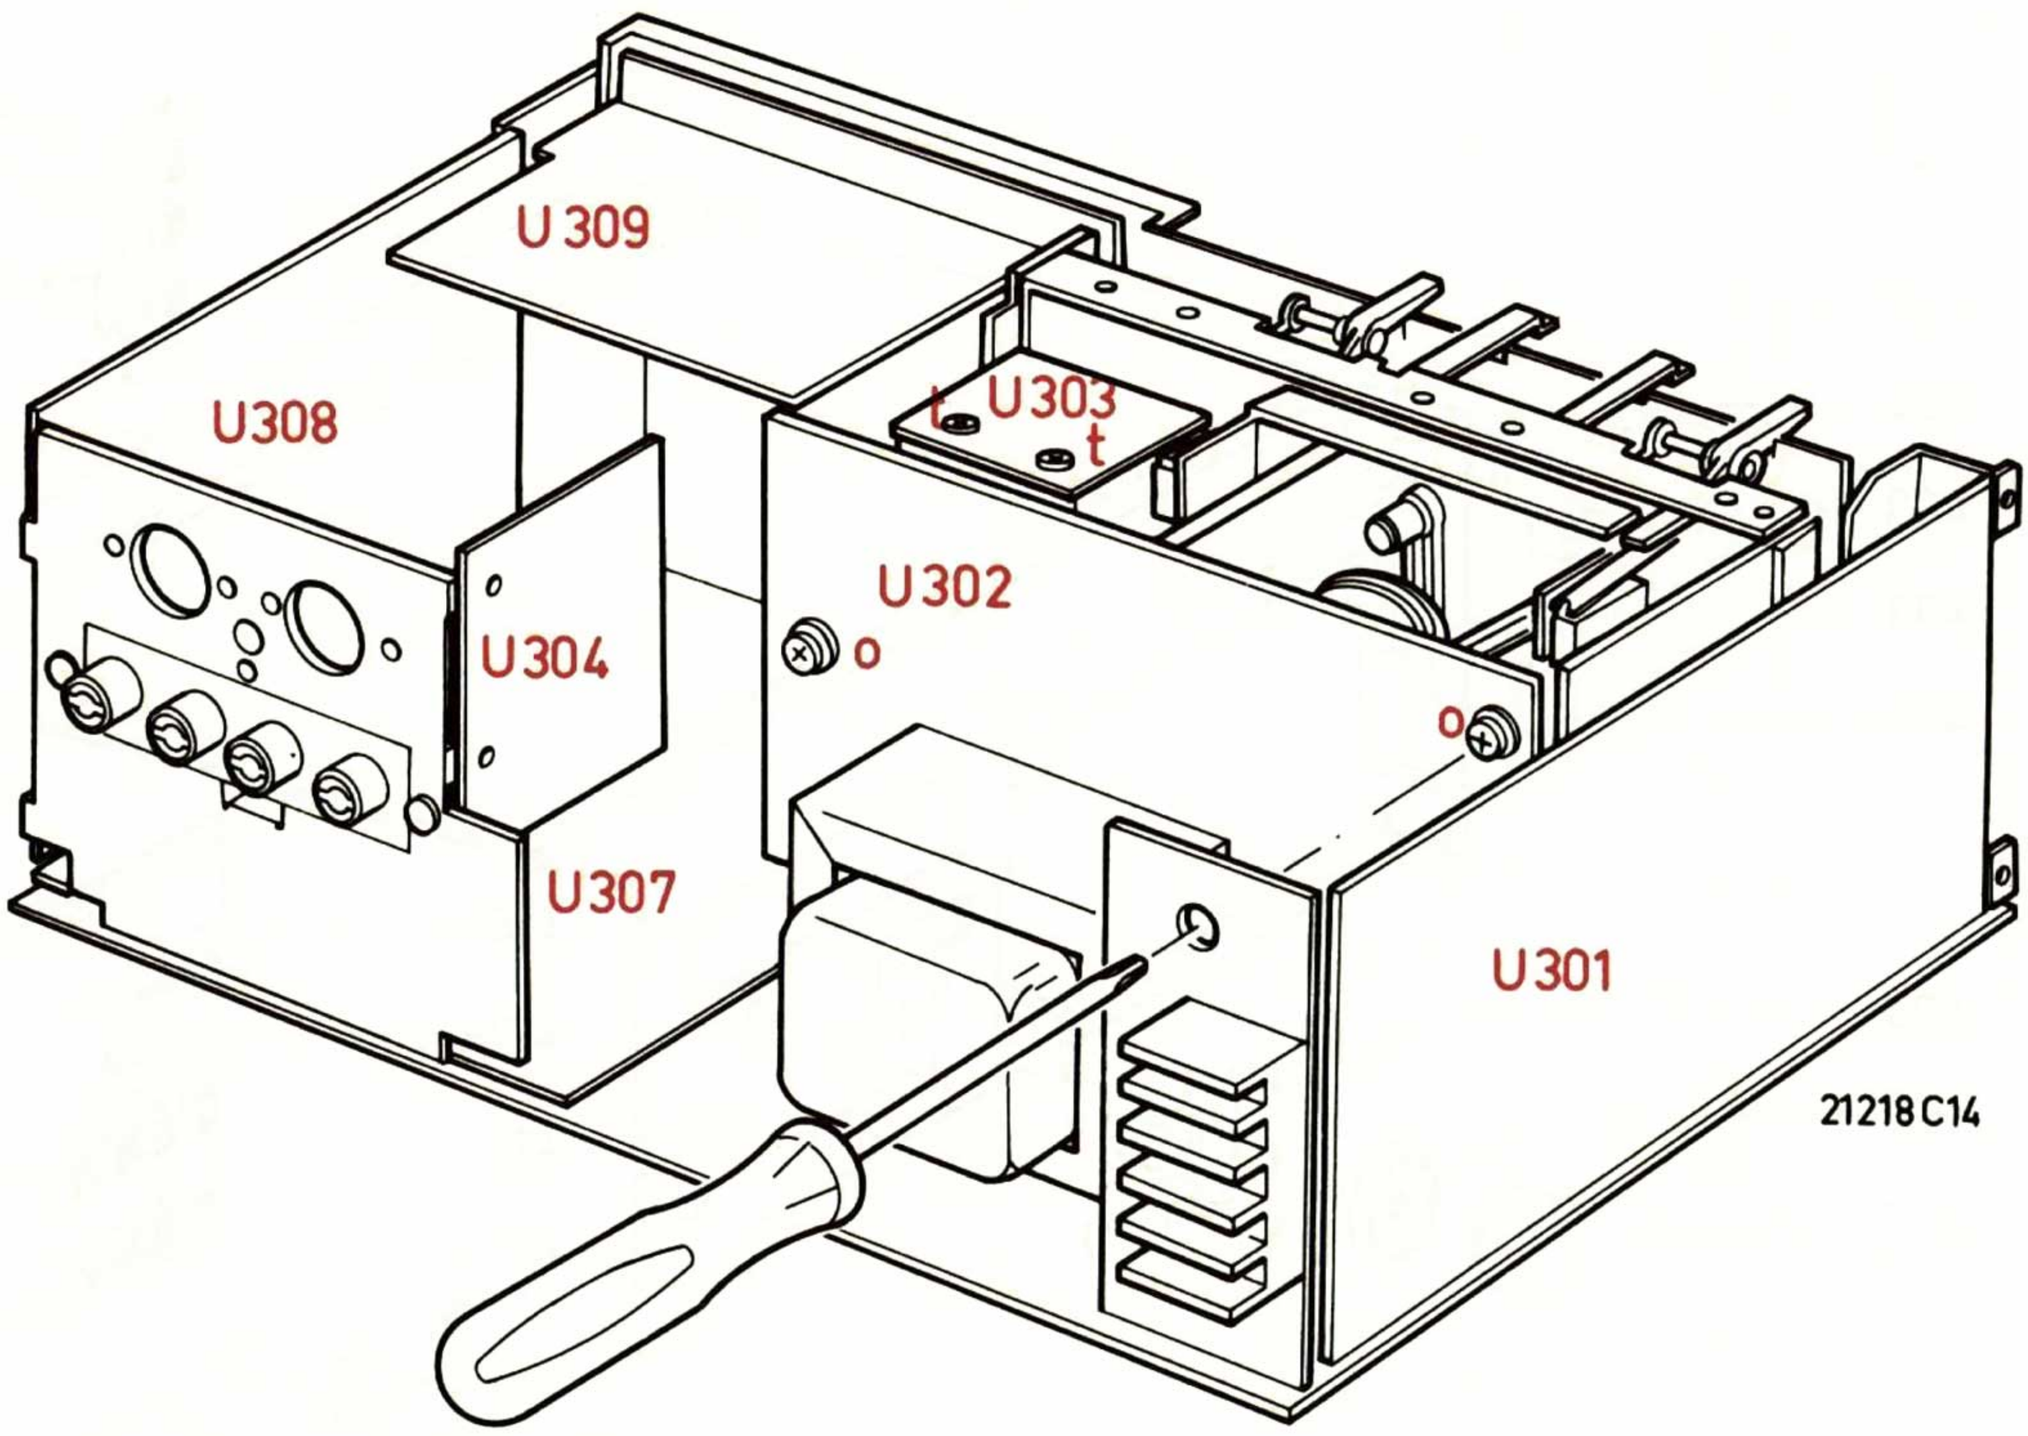

Fig. 12
10. Meten aan MPU print U302 (Fig. 12)
- Verwijder print U303 met 2 schroeven "t" (Fig. 12).